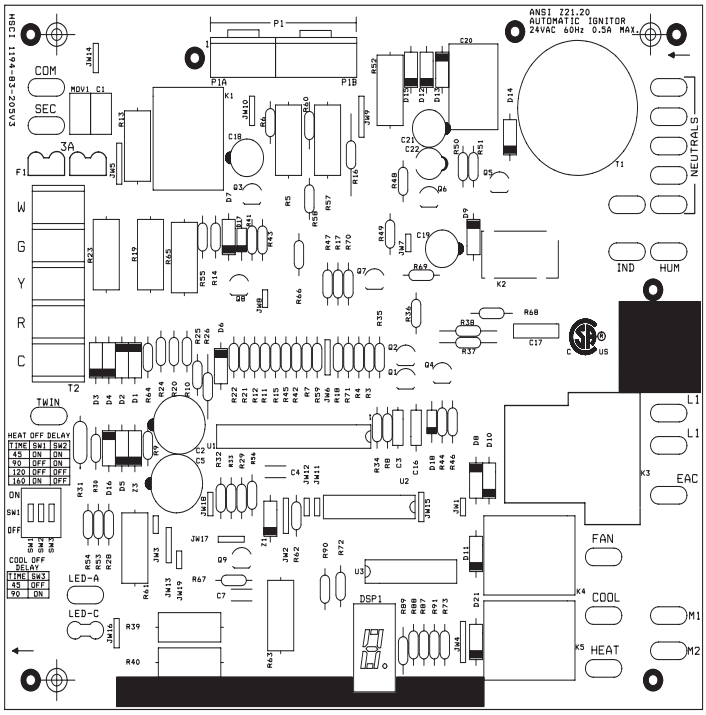
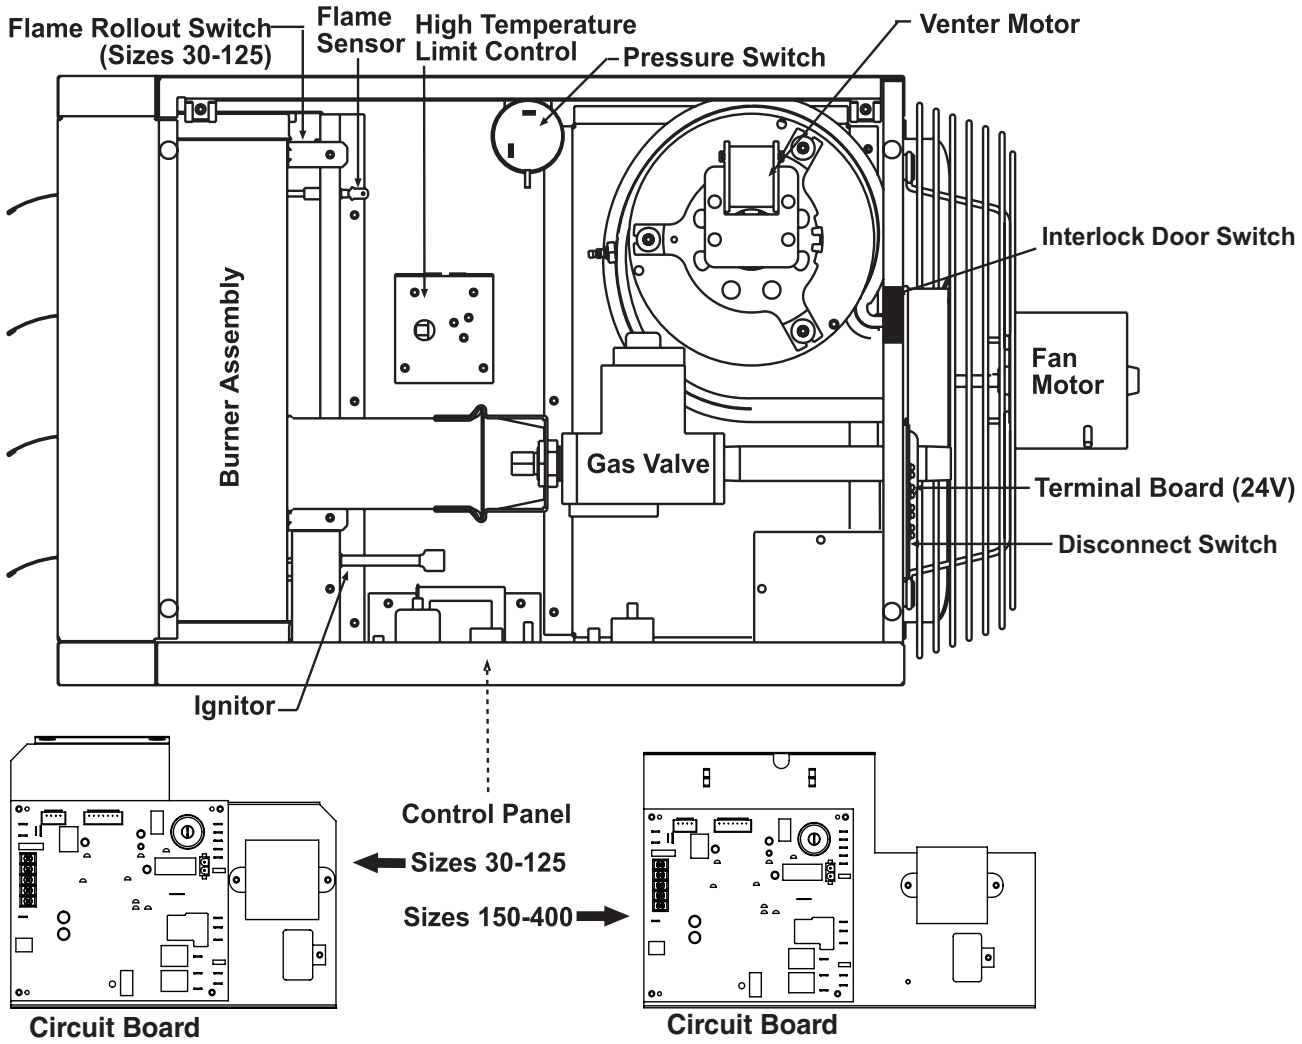

Figure 10. Circuit Board (DSI Control Module)
Figure 11. Component Locations (Typical)
- The circuit board (see **Figure 10**) is located inside on the bottom of the control compartment. The circuit board is polarity sensitive. It is advisable to check the electrical supply to ensure that the black wire is the hot wire and that the white wire is the neutral wire. The hot wire must be connected to terminal L1 on the circuit board.
Locations for the following controls are shown in **Figure 11**.
- The pressure (combustion air proving) switch (see **Figure 11** for location) is a pressure-sensitive switch that monitors air pressure to ensure that proper combustion airflow is available.
All units are equipped with a temperature-activated, automatic-reset high temperature limit control (see **Figure 11** for location). The control is factory-set and is non-adjustable. If the setpoint is reached, the control interrupts the electric supply to the combination gas valve. This safety device provides protection in the case of motor failure or lack of airflow due to a restriction at the inlet or outlet.
Unit sizes 30–125 of UDX and UDZ models are equipped with a temperature-activated, manually-reset flame rollout switch (see **Figure 11** for location). The switch is factory-set and is non-adjustable. If the setpoint is reached, the switch interrupts the electric supply to the gas valve. If the flame rollout switch activates, identify and correct the cause before resetting the switch.
All UBZ and UDZ model units are equipped with an interlock door switch (see **Figure 11** for location) that prevents the heater from operating when the service door panel is open. The service panel is equipped with a pliable gasket that fully seals the door to provide added protection to prevent building air from entering the combustion zone of the heater.
The combination gas valve (see **Figure 11** for location) is powered by the 24V control circuit through the thermostat and safety controls. The diaphragm-type valve is pre-set at the factory and provides regulated gas flow.
The venter motor (see **Figure 11** for location) is assembled to the venter wheel and operates to provide combustion airflow. Operation is controlled by the circuit board (see **Figure 10**). Refer to the **Circuit Board (DSI Control Module)** section for details.
The heater's ignition system is controlled by a circuit board (Direct-Spark Integrated (DSI) control module, see **Figure 10**) that monitors the safety devices and controls the operation of the fan and venter motors and the combination gas valve between heat cycles. The module's Seven-Segment Display (SSD) is visible through a viewport on UBZ and UDZ models. To view the SSD on UBX and UDX models, the door panel requires removal. In addition, there is a status LED on the bottom of the heater. Its status indications are **off** (heater is not powered or control board fault), **steady on** (heater is on with no faults), or **flashing** (heater is on with fault(s)). Additional status indications appear on the display at the bottom of the control module (labeled as DSP1, see **Figure 10**). The display's codes are listed and described in the **Unit Troubleshooting Using DSI Control Module** section.